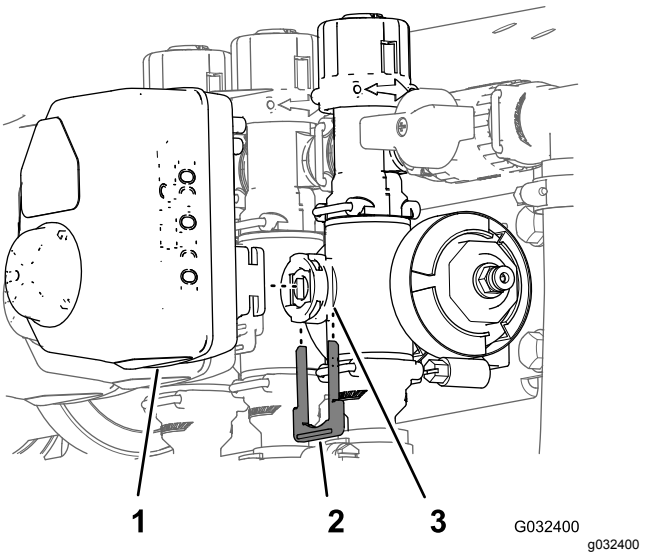

**Figur 56**
1. Afmonter holderen, der fastgør aktuatoren til manifoldventilen på sektionsventildelen (Figur 56).
2. Fjern aktuatoren fra manifoldventilen (Figur 56).